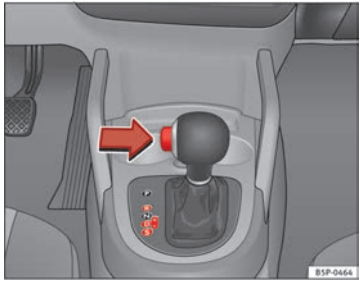

Fig. 149 Driving
– Press the button on the selector lever knob (on the left) ⇒ Fig. 149. ▶